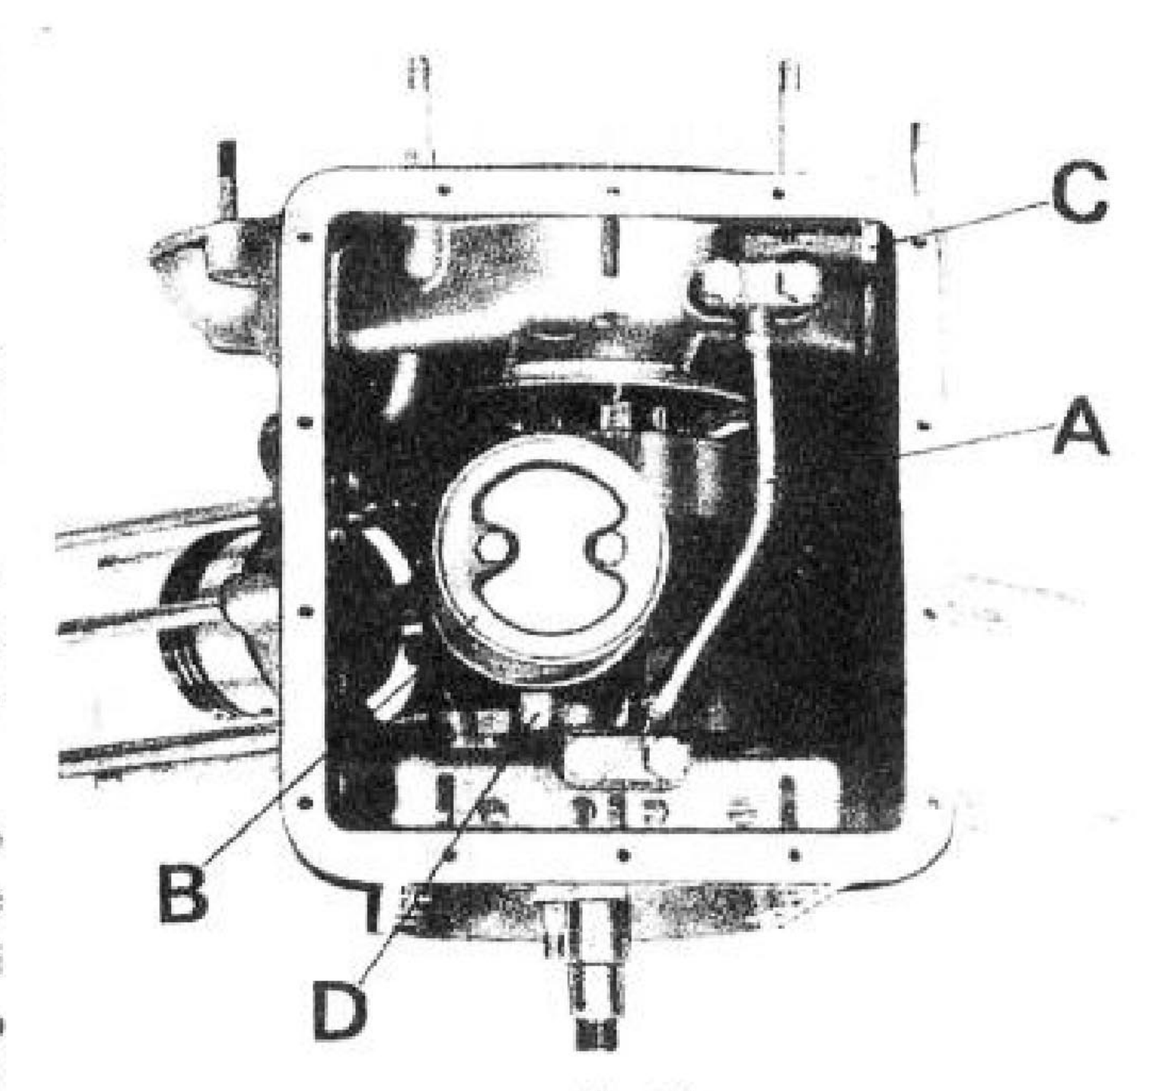

Fig. 17
— la tubazione (A) di fig. 17 dopo aver spianato le orecchie delle piastrine di sicurezza e svitato i bulloni con le relative guarnizioni. Dalle tubazioni la valvolina (C) di fig. 17 per controllo pressione olio composta da: pistone, molla, fondello guarnizione e tappo;
— il filtro completo con relativa guarnizione (B di fig. 17). Il filtro è composto da: n. 2 bulloni, piattello, reticella per filtro e corpo filtro;